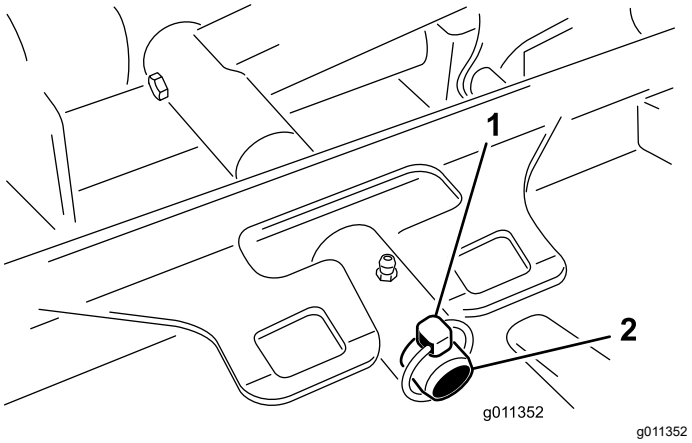

**Figuur 125**
3. Verwijder de borgpen (voor Groundsmaster 4500-machines) of de borgmoer (voor Groundsmaster 4700-machines) waarmee het draagframe van de maai-eenheid aan de draaipen van de hefarm is bevestigd (Figuur 125).
2. Schuif het draagframe van de maai-eenheid op de draaipen van de hefarm (Figuur 125). Bevestig de maai-eenheid aan de pen; gebruik hiervoor de borgpen (voor Groundsmaster 4500-machines) of de borgmoer (voor Groundsmaster 4700-machines).